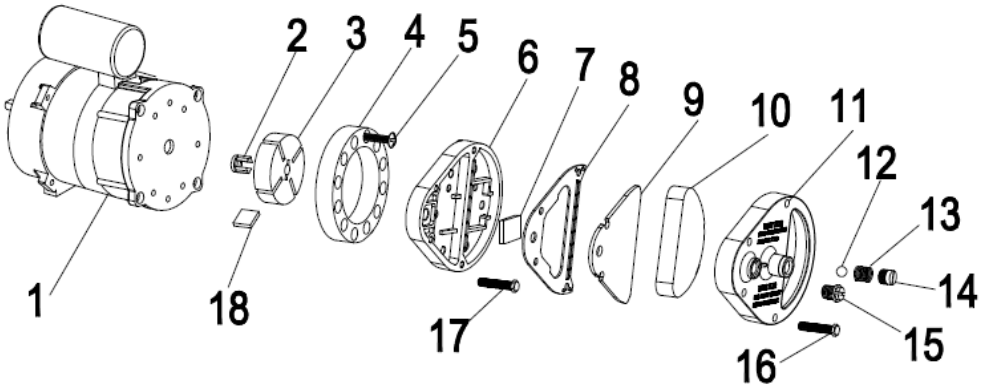

Abb.7-1: Luftfilter reinigen
7.2.2 Luftfilter reinigen (Abb. 7-1)